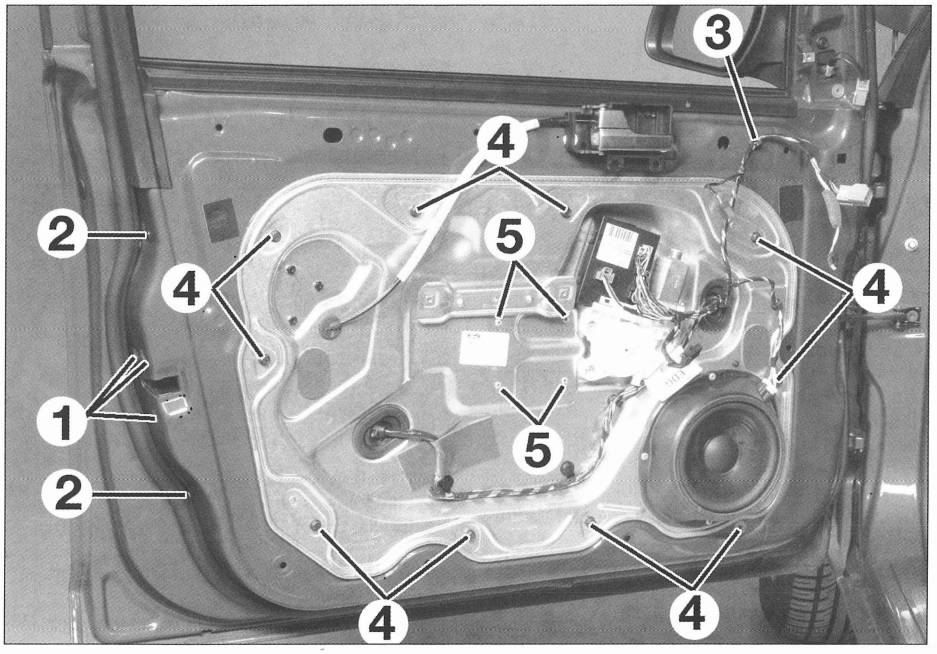

FIG. 66
- los tres tornillos (1) **(fig. 66)** de fijación de la cerradura.